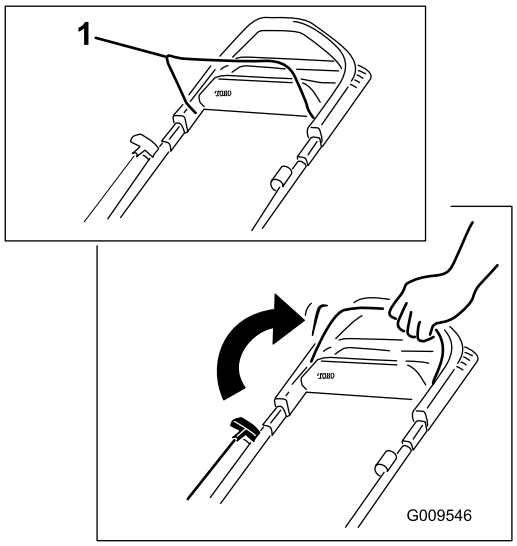

Figure 10
1. Maintenez la barre de commande de la lame contre le guidon (Figure 10).